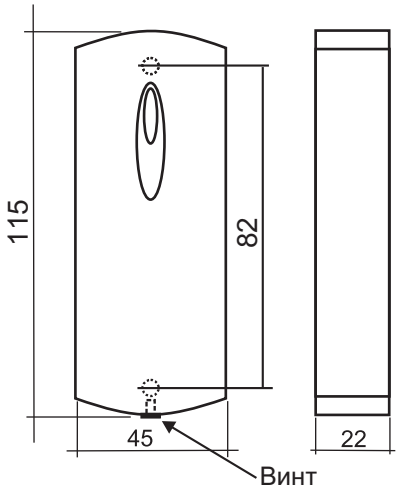

Рис.2 *Габариты изделия.*
1.Разметьте и просверлите отверстия для крепления под размер отверстий считывателя (рис.2).